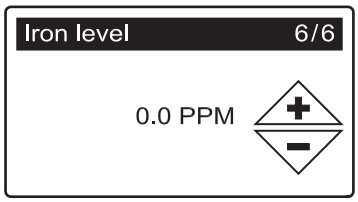

FIG. 7
11. **IRON LEVEL** Press the UP (▲) or DOWN (▼) buttons to set the value for iron in your water (See Figure 7).